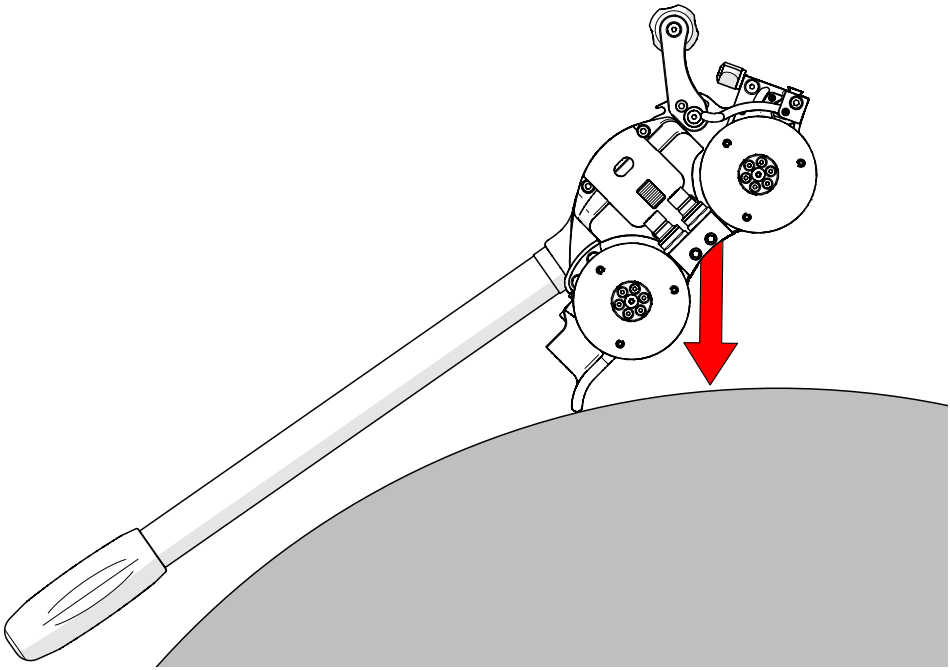

Fig. 207 - Lower crawler's pry point towards inspection surface
6. While firmly grasping the crawler handle with one hand, and the manipulation handle with the other, carefully lower the pry point of the crawler towards the inspection surface with the wheels of the crawler held as high off the surface as possible *(Fig. 207)*.